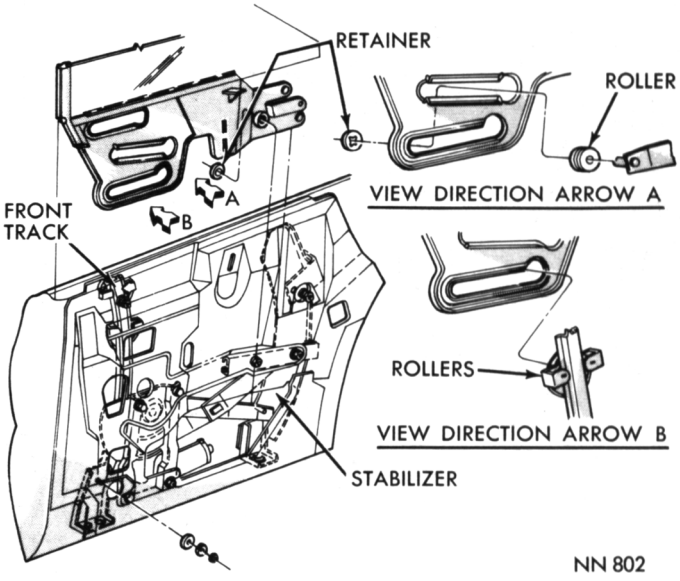

Fig. 45—Quarter Window Replacement—Convertible
(1) Remove the front track and roller assemblies (Fig. 45).
(2) Remove regulator arm stud retainers and studs from glass lower frame.